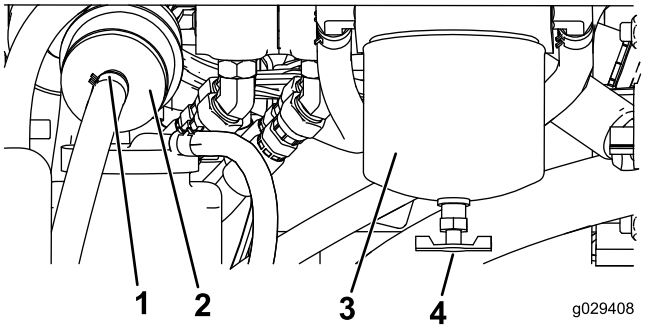

**Figur 47**
4. Placera en ren behållare under bränslefiltret som sitter på motorns baksida (Figur 47).
4. Placera en ren behållare under bränslefiltret som sitter på motorns högra sida (Figur 47).
5. Rengör området där filterskålen ska monteras (Figur 47).
6. Avlägsna filterskålen och rengör fästytan (Figur 47).
9. Montera filterskålen för hand tills packningen vidrör fästytan. Vrid sedan ytterligare ett halvt varv (Figur 47).
10. Det inbyggda filtret sitter till vänster om bränslefilterskålen (Figur 47). Kontrollera åt vilket håll flödespilen pekar. Pilen sitter på sidan av det inbyggda filtret.
11. Lossa klämmorna på det inbyggda filtrets ändar och skjut bort slangarna från det (Figur 47). Kasta bort filtret.
12. Skjut slangarna över änden på ett nytt filter (Figur 47). Kontrollera att pilen på filtret pekar mot motorn eller den elektriska bränslepumpen.